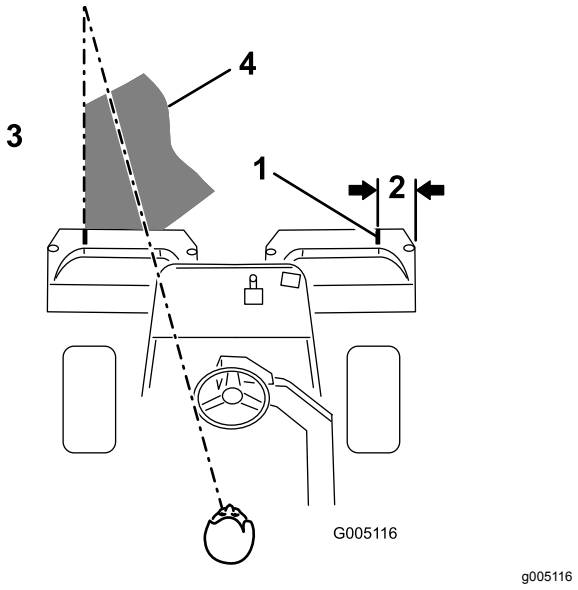

**Figur 21**
**Bemærk:** Skab en imaginær, lige sigtelinje ca. 1,8-3 m foran maskinen frem til kanten af den uklippede del af greenen (Figur 21) som hjælp til at bevare en lige linje på tværs af greenen og for at holde maskinen i en tilsvarende afstand fra kanten af den foregående klipning. Nogle finder det nyttigt at medtage rattets ydre kant som en del af sigtelinjen, dvs. holde rattets kant på linje med et punkt, der altid holdes i samme afstand fra maskines forende.